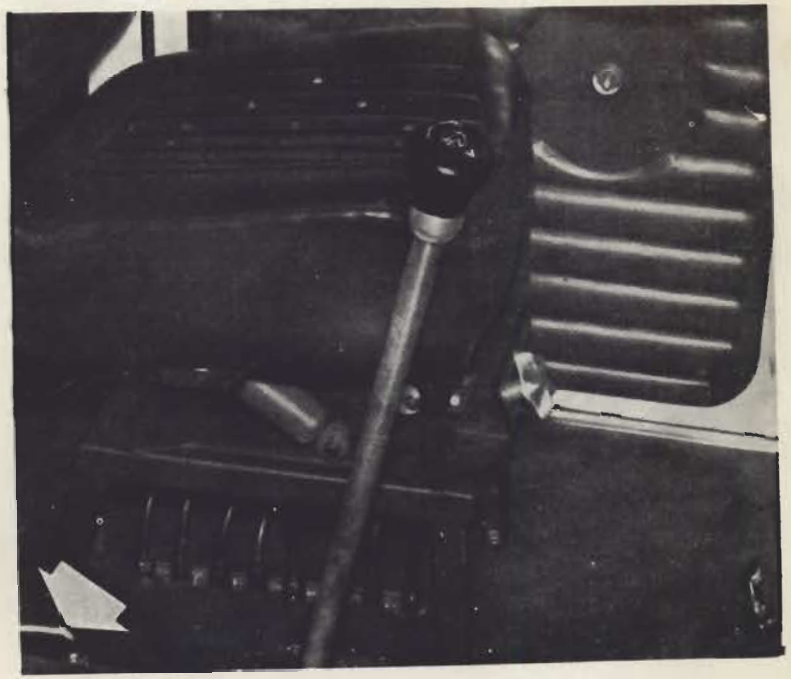

**Fig. 1.9. - Interruptor general baterías**
d) Desconectador general de baterías (situado en la parte posterior de la cabina, a la derecha del Conductor). (Ver fig. 1.9).
1.° Conectar el interruptor general de las baterías (fig. 1.9).